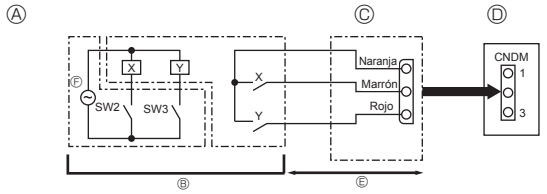

Fig. 8-2
8.2. Función de demanda (modificación in situ) (Fig. 8-2)